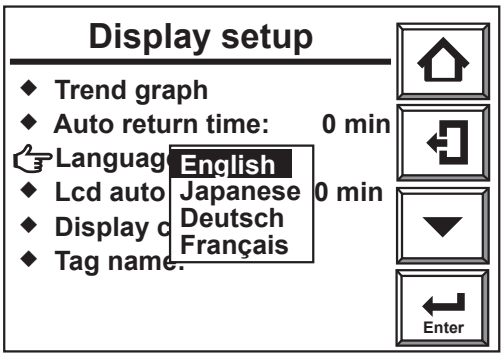

Figure 10.7 Selecting the Display Language
3) Select [Language] and the dropdown selection (Figure 10.7) allows you to select the desired language.